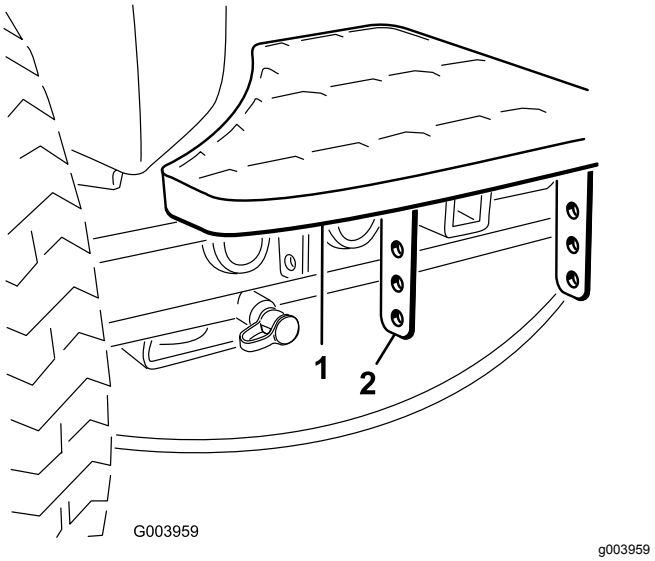

**Figur 2**
1. Fjern de to bolte og møtrikker, der fastgør trinbeslagene til traktionsenhedens ramme (Figur 2)